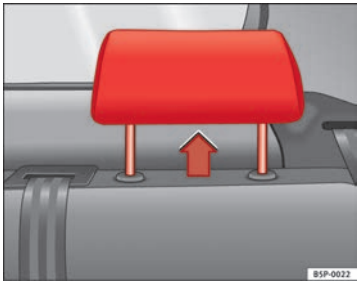

Fig. 5 Head restraints in correct position
– Three positions for **use** ⇒ fig. 5. In these positions, the head restraints are used normally, protecting passengers along with the rear seat belts.